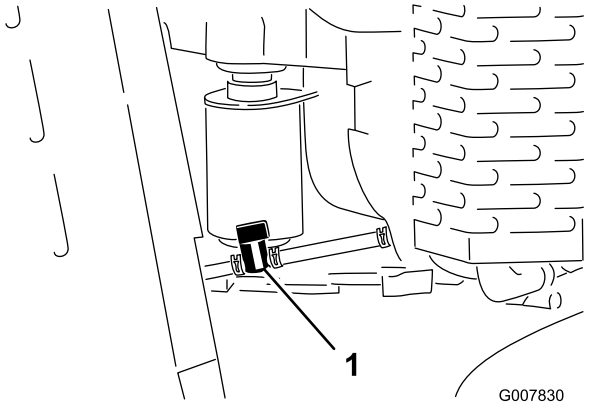

Figur 40
4. Vrid bränslekranen till det stängda läget (Figur 40).
5. Kläm ihop slangklämmans ändar på motorsidan av bränslekranen och flytta den längs bränsleslangen, bort från ventilen (Figur 40).
6. Dra av bränsleslangen från ventilen (Figur 40). Öppna bränslekranen och låt bensinen rinna ut i en bensindunk eller ett avtappningskärl.
3. Vrid bränslekranen till det stängda läget (Figur 40).
7. Vrid bränslekranen till det öppna läget (Figur 40).